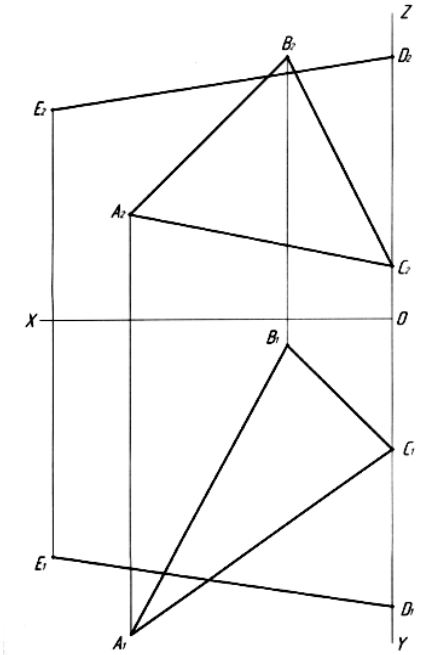

Рис. 1. Построение треугольника *ABC* и стороны *DE* треугольника *DEL* по заданным координатам точек
1. Построить треугольник *ABC* и сторону *DE* треугольника *DEL* по заданным координатам (рис. 1).